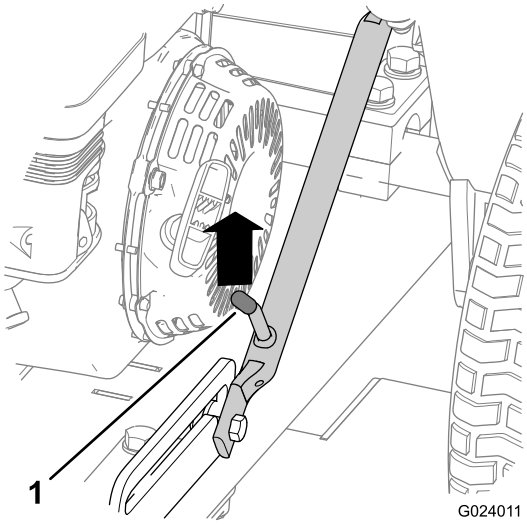

**Figur 25**
A. Skyv opp på låseenheten til låsespaken er fri fra glidestoppehaken (Figur 25).
D. Hev låsen (Figur 29) til låsespaken låses i glidestopphaken (Figur 25).